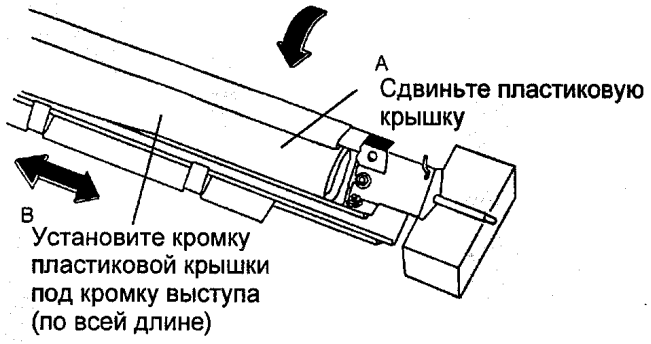

Рис. 6 Установка пластиковой крышки поверх масляных подкладок
4. (РИС. 6): УСТАНОВИТЕ ПЛАСТИКОВУЮ КРЫШКУ ПОВЕРХ МАСЛЯНЫХ ПОДКЛАДОК.